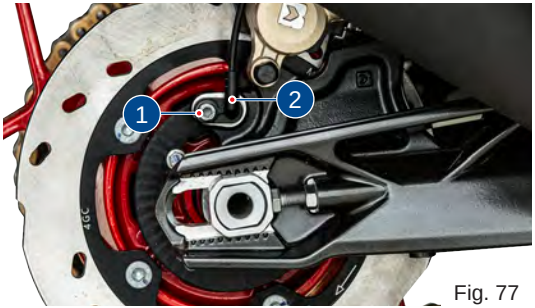

Fig. 77
- Remove the mounting screw (1) from the speed sensor mounting and carefully take out the speed sensor (2) **(ref. Fig. 77)**.